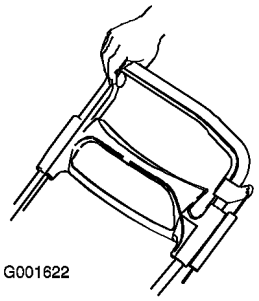

Figure 22
1. Serrez la barre de commande contre le côté droit du mancheron (Figure 22).